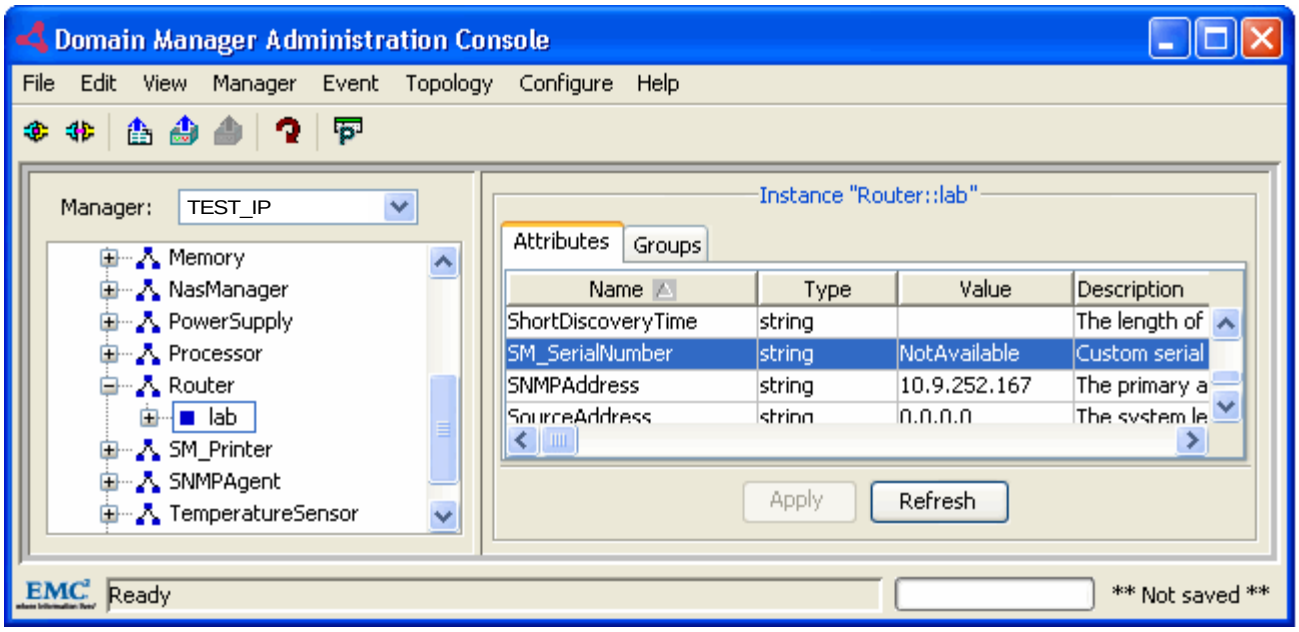

Figure 8 Router discovered with the SM_SerialNumber attribute in TEST_IP
3. Verify that the router has been added to the topology as an instance of the Router class. The initial value of the new SM_SerialNumber attribute will be “NotAvailable” as shown in Figure 8 on page 45.